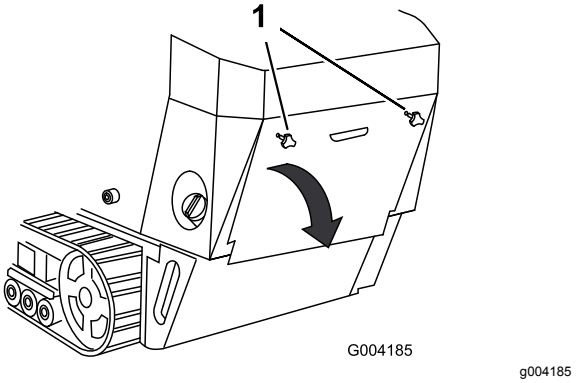

Figur 25
1. Skruva loss de bägge handrattarna som fäster den bakre åtkomstpanelen vid maskinen (Figur 25).
2. Luta den bakre åtkomstpanelen nedåt och ta bort den så att du kommer åt de inre delarna (Figur 25).